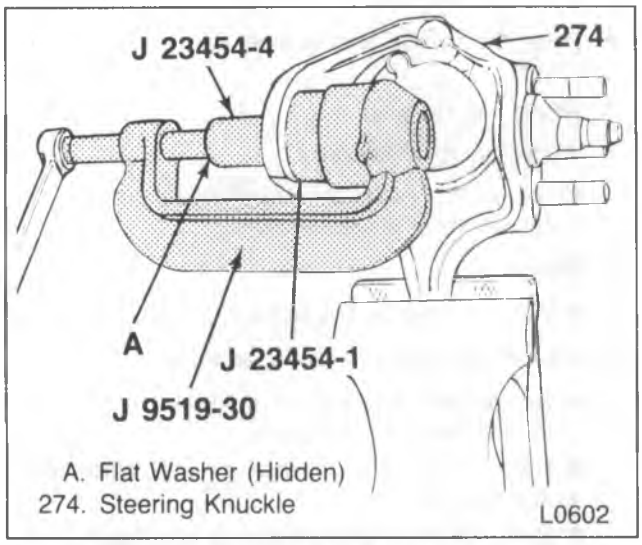
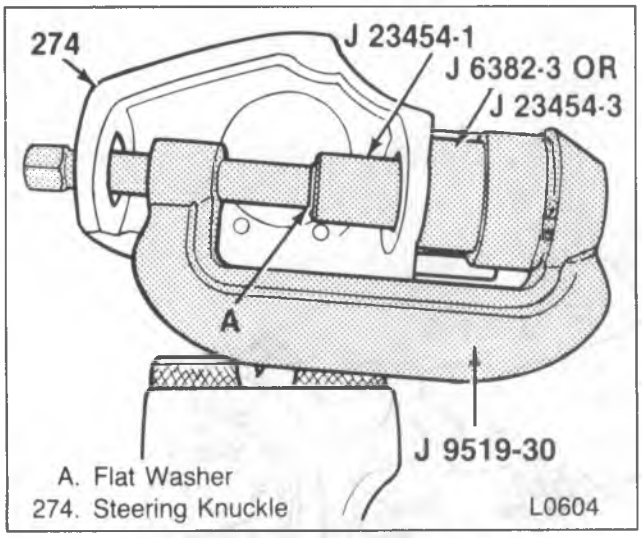

Figure 63 – Removing the Lower Ball Joint
Figure 64 – Removing the Upper Ball Joint
4. Steering knuckle (274) and steering arm (290).
- Remove the steering arm (290) only if removing the left axle yoke ball joints.
- Place the steering knuckle in a vise (figure 63).
5. Snap ring from the lower ball joint (293).
- Use J 9519-30, J 23454-1, J 23454-4 or equivalent (figure 63). Tighten until the ball joint breaks free of the steering knuckle.
6. Lower ball joint (293); must be removed before any service can be done to the upper ball joint (294).
7. Upper ball joint (294).
- Use J 9519-30, J 23454-3 (or J 6382-3) and J 23454-4 (figure 64). Tighten until the ball joint breaks free of the steering knuckle.